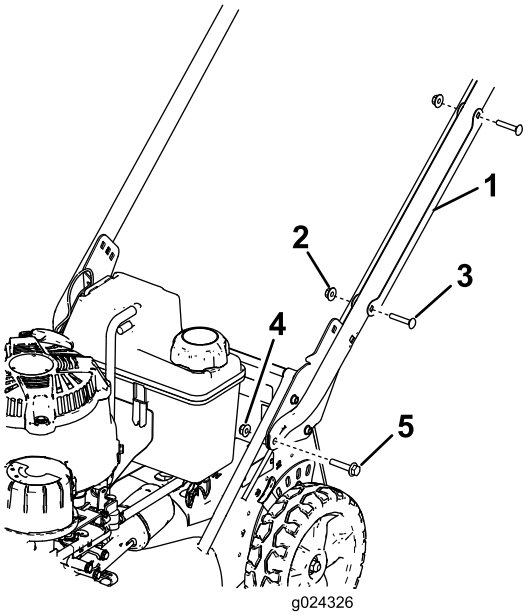

Figuur 3
1. Neem de kabelbescherming van de handgreep (Figuur 3) door de 2 slotbouten en 2 borgmoeren waarmee de kabelbescherming aan de handgreep is bevestigd te verwijderen.
2. Monteer de uiteinden van de handgreep op de maaikast; gebruik hiervoor 2 zeskantige flensbouten (5/16 x 1-1/2 inches) en 2 flensmoeren (5/16 inch), zie Figuur 3.
1. Slotbout (5/16 x 1-1/2 inch) (2)
2. Beugel van handgreep (2)
3. Flensmoer – 5/16 inch (2)
7. Plaats de kabelbescherming op de handgreep **, met de kabel(s) binnen de kabelbescherming**, en zet de kabelbescherming vast op de handgreep met de 2 slotbouten en 2 borgmoeren die u eerder verwijderde (Figuur 3).